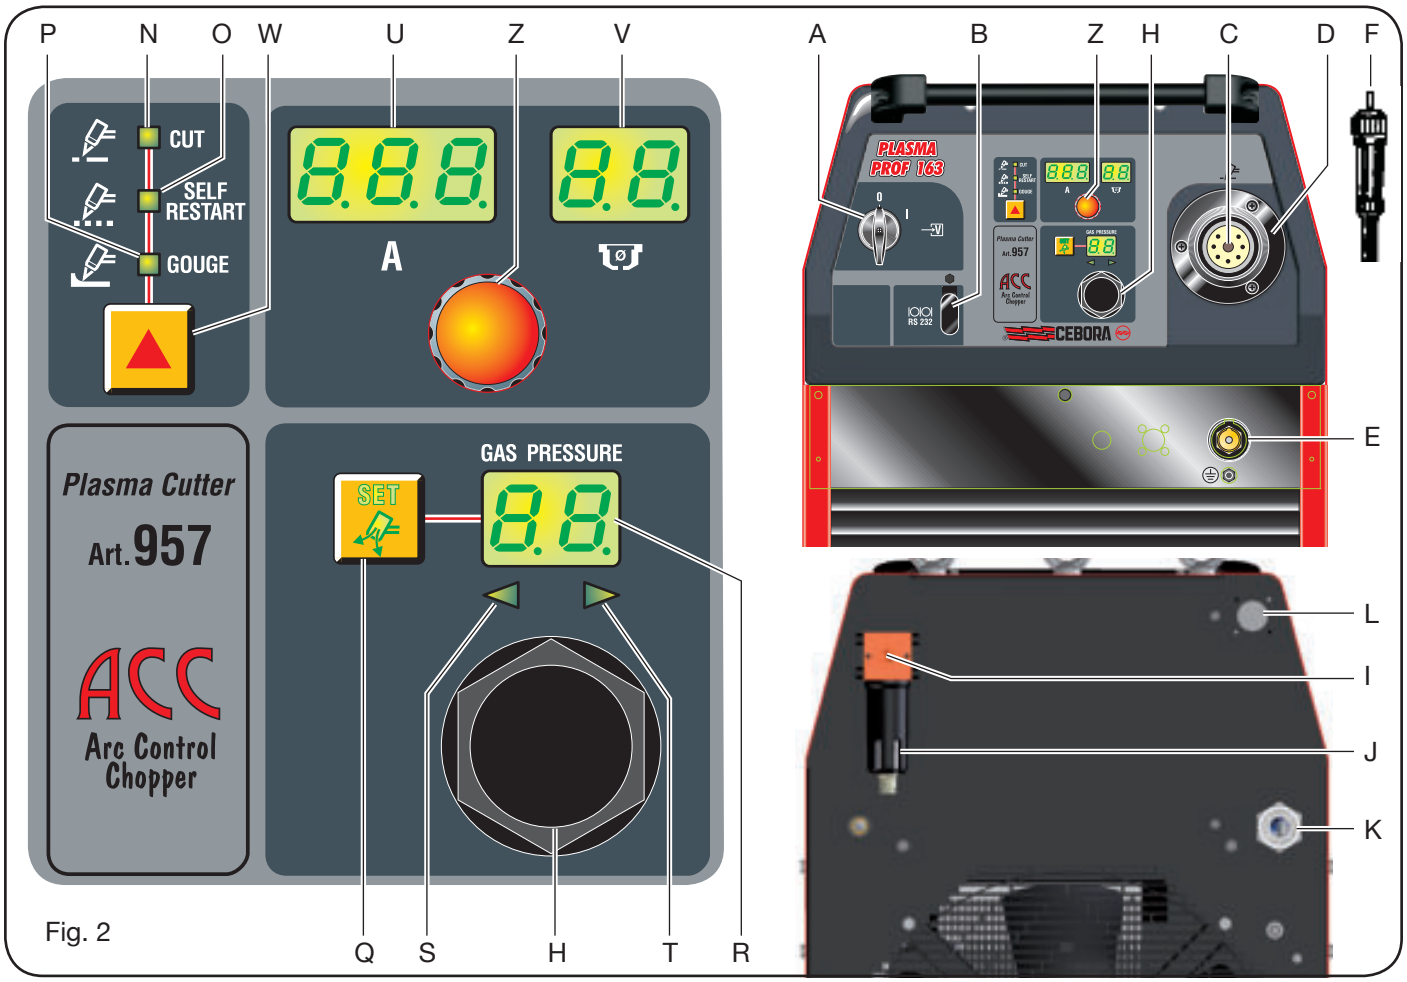

Fig. 2
2.2 DESCRIPTION OF THE EQUIPMENT (fig. 2)
b) In case of a plug connection use a plug complying with the plate specifications. In this case the plug must be used to completely disconnect the machine from the mains, after setting the switch **A** to “O” (fig. 2).